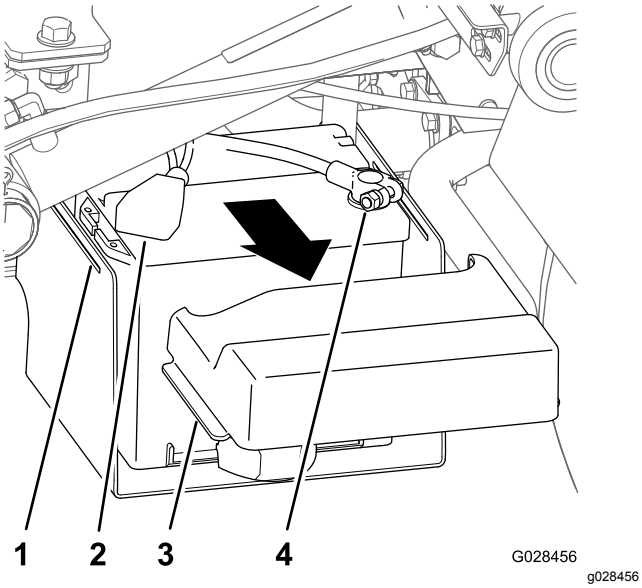

**Figur 22**
1. Klem siden på batteridekselet for å løsne tappene fra slissene på batteribasen, og fjern batteridekselet fra batteribasen (Figur 22).
2. Skyv dekslet bakover og ta ut den negative batteriklemmen fra batteriet (Figur 22).
3. Ta ut den positive batteriklemmen fra batteriet (Figur 22).